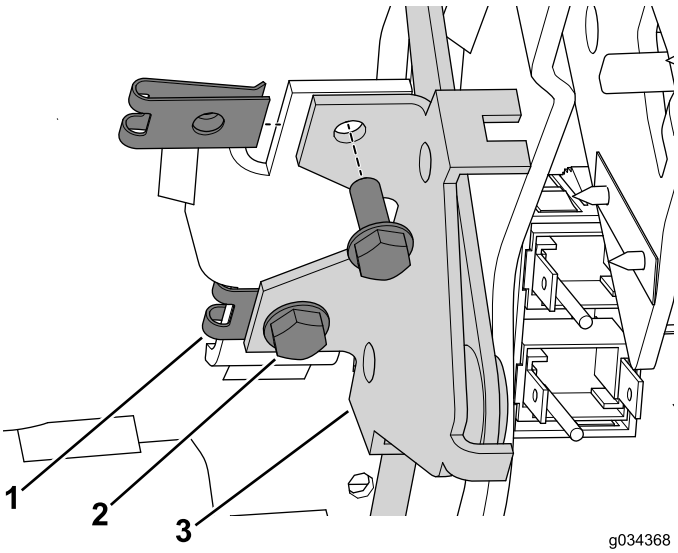

Figura 19
3. Coloque las tuercas rápidas sobre el soporte de la consola (Figura 19).
4. Utilice los 2 pernos (N° 10 x ½") para sujetar el conjunto de palanca del estárter a la consola (Figura 19).